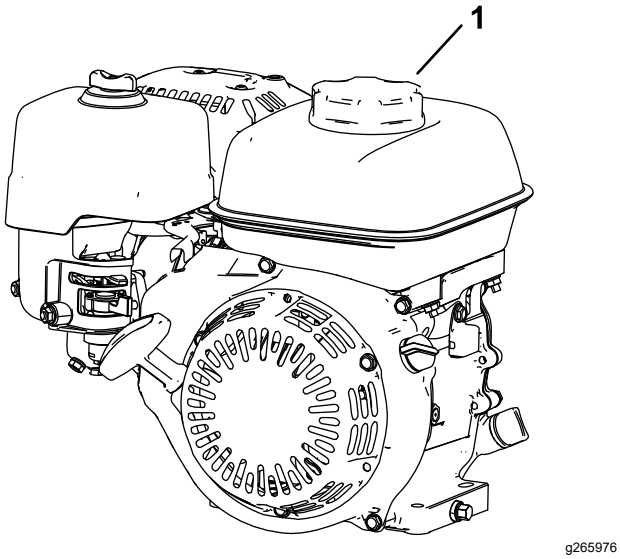

Figura 14
1. Pulite l'area intorno al tappo del serbatoio del carburante e togliete il tappo (Figura 14). Riempite il serbatoio carburante fino alla base del bocchettone di rifornimento; fate riferimento al *Manuale dell'operatore* della vostra macchina.